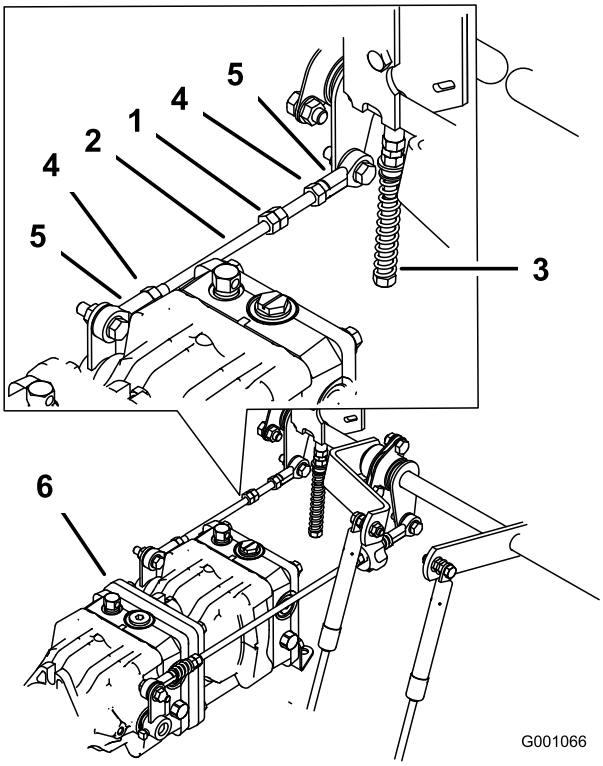

Figur 82
1. Lossa låsmuttrarna på kullederna på pumpens reglerstav (Figur 82).
3. Justera pumpstavslängden genom att vrida dubbelmuttrarna på staven i lämplig riktning tills hjulet står stilla eller långsamt roterar bakåt (Figur 82).
6. Dra åt låsmuttrarna vid kullederna (Figur 82).